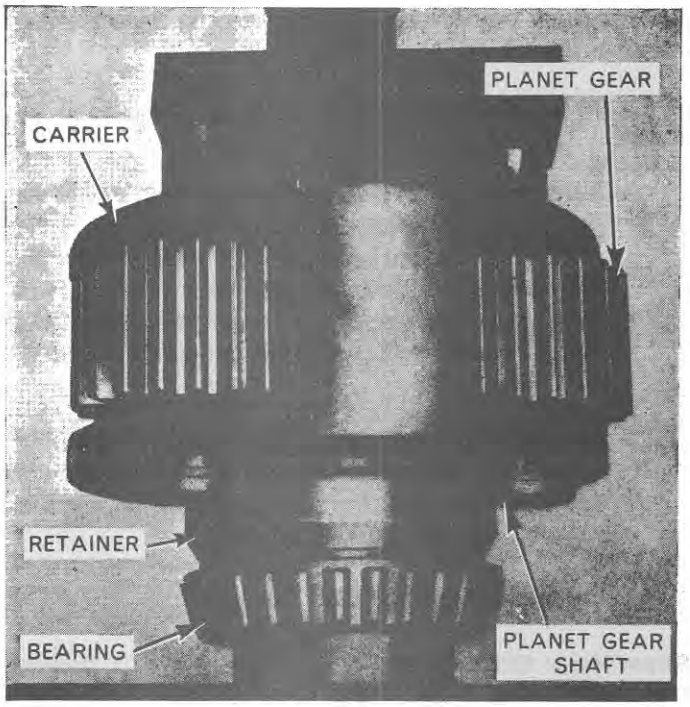

Figure 52
2. Position three pieces of metal, 1·5 in. (38·1 mm) in length and 1 in. (25·4 mm) dia., one on each gear shaft and using a suitable steel plate across the top, press out the shafts, which will in turn push off the retainer and cone and roller assembly, Figure 52.